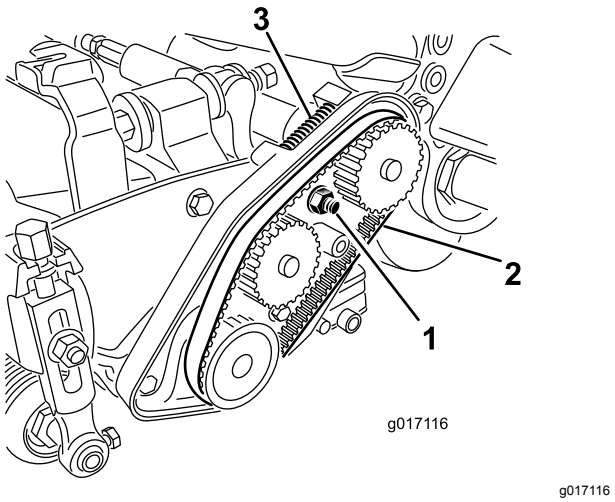

Figur 17
3. Lossa lagerhusets mutter (Figur 17).
5. Ta bort remmen (Figur 17).
12. Kontrollera att kompressionsfjädern påför spänning på remmen (Figur 17).